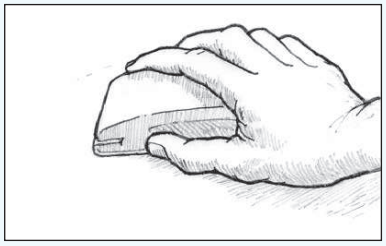

Figur 32 Slipa till en jämn yta.
3. Slipa till en fin yta *(Figur 32)*. Om det finns rinningar eller sättningar ska du börja med 80 slippapper för att jämna ner höga punkter. Slipa tills ytan känns, och ser ut att vara, slät. Genomför slipningen med ett slippapper som lämpar sig för den typ av ytbehandling som ska användas, ge akt på tillverkarens anvisningar. Färgen eller lackens vidhäftning beror på dess förmåga att gripa in i slipmärkena i epoxins yta. Grövre grundfärger kräver förmodligen 80-100 slippapper. 120-180 slippapper är att rekommendera för vanlig grundfärg och färger med hög torrhalt. 180 slippapper rekommenderas för lacker och färger med högglans. Ännu finare slippapper än dessa är inte tillräckligt grovt för att åstadkomma god vidhäftning och kan dessutom orsaka rinningar. Följ alltid färgtillverkarens anvisningar för målning och lackning. Våtslipning är att föredra eftersom det binder slipdammet och kombinerar steg 2 och 3 ovan.